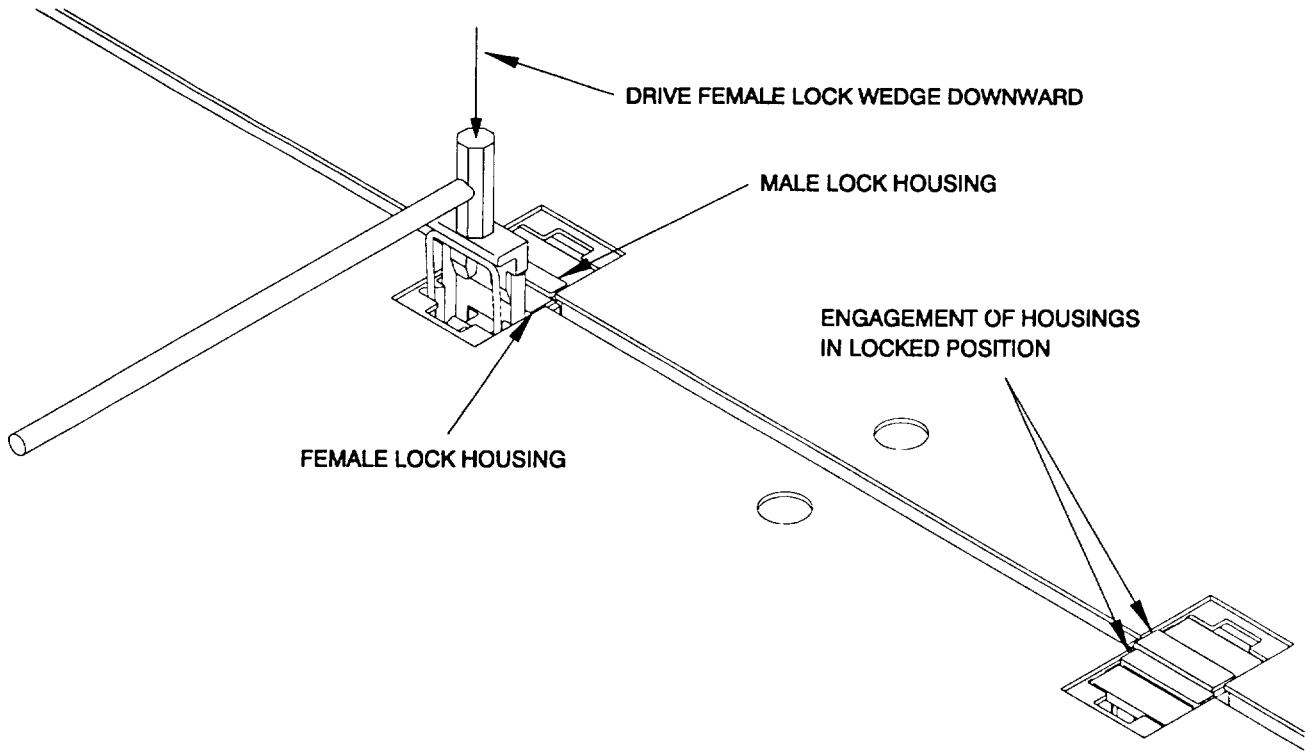

Figure 2-38. MCF String Engagement.
b. As the Male Connector Pins enter the Female Housing, use a sledge hammer to drive the Female Guillotine Bar downward into engagement with the extended connector pins (Figure 2-38).